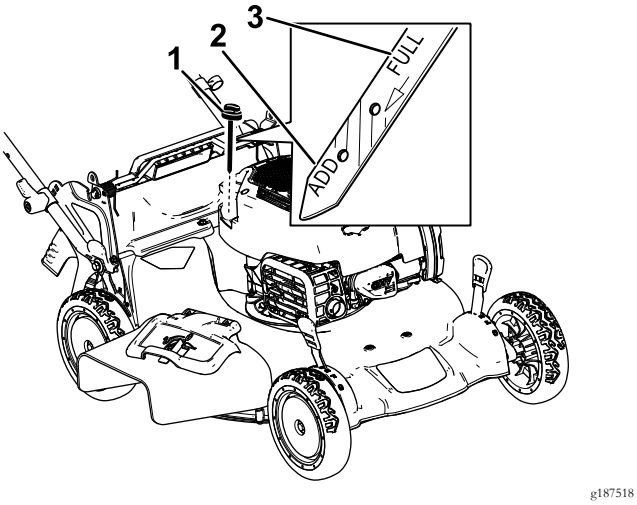

Rysunek 8
2. Wyjmij wskaźnik poziomu, obracając jego korek w lewo i wyciągając go (Rysunek 8).
6. Odczytaj poziom oleju na wskaźniku (Rysunek 8).